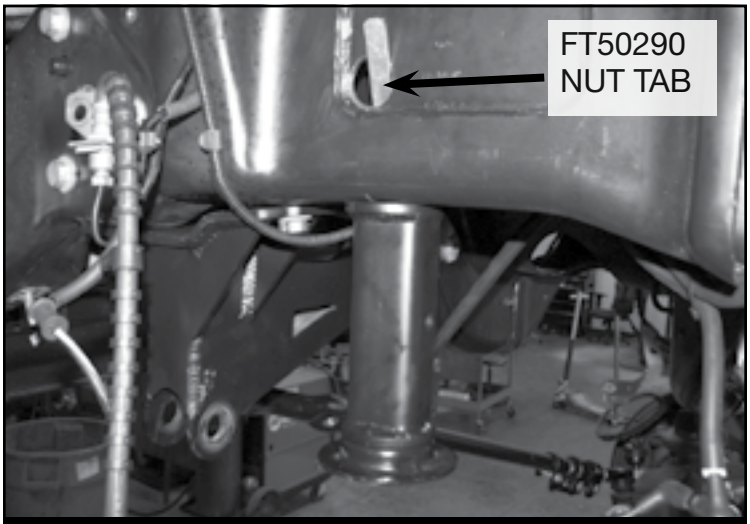

*FIGURE 12 - STEP 16*
16. Using FT50290 (Nut Tab) and 1/2 X 1-1/2” bolt and washer. Mount the new bump stop extension to the frame. Route the Nut tab through the 1-1/4” hole that was made in Step 11. Torque to 127 ft-lbs. **SEE FIGURE 12**